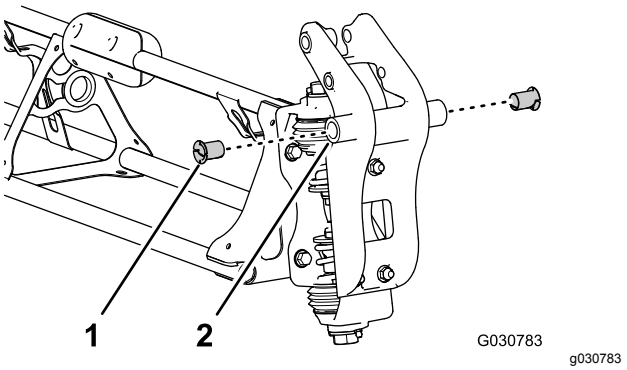

Figur 99
2. För in en nylonflänsbussning i 31,8 mm-hålet på vardera sidan av svängkopplingen (Figur 99).